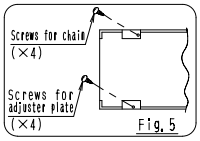

Fig. 5
a. Remove the chain and put the four screws back in the same holes. Tighten also the four screws for adjuster plate to the indoor unit. [Fig. 5]